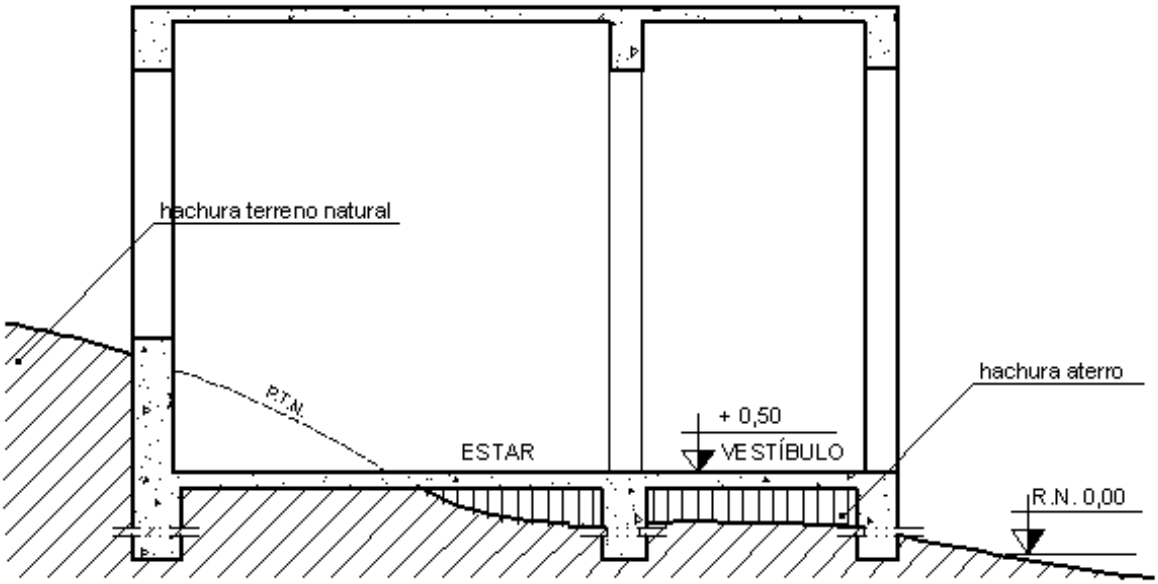

FIGURA 38: Referência de Nível / Corte e Aterro / Fundações e Estrutura Esquemática.
Todo corte deve apresentar, pelo menos, uma cota de nível externa ou a cota R.N. 0,00. Se não houver, no corte apresentado, nenhum elemento na cota R.N. 0,00, fixar a indicação na altura correspondente ao lado do desenho (FIGURA 38).
Há simbologia específica de hachuras de terreno natural e aterro (VER FIGURA 38).
C.2.6) Fundações e Estrutura: Apesar de não ser obrigatória, é usual a representação esquemática de fundação e mesmo a estrutura de concreto armado (lajes, vigas e pilares) - VER FIGURA 38. Deve-se, contudo, tomar o cuidado de não se apresentar dimensões destes elementos – ainda por se definir no Projeto Estrutural da edificação. Sugere-se que a representação esquemática venha com as seguintes dimensões usuais e simbologia de hachura de concreto em corte: